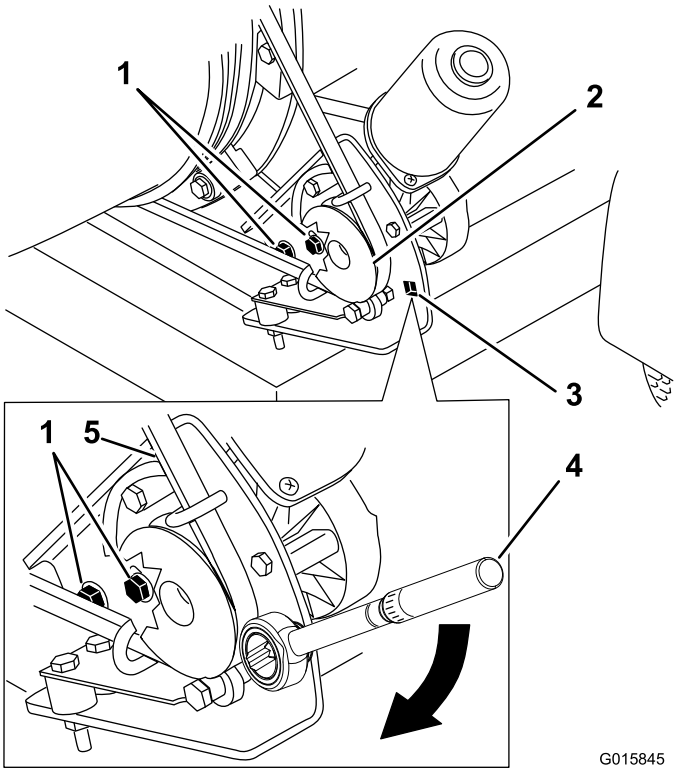

Figur 28
1. Lossa de bultar som håller fast remskivans monteringsfäste på lövblåsens ram (Figur 28).
2. Placera en skiftnyckel i remskivans monteringsfäste (Figur 28).
3. Sväng remskivans monteringsfäste bort från munstycket tills skiftnyckeln står på 22,6–26,0 Nm (Figur 28).